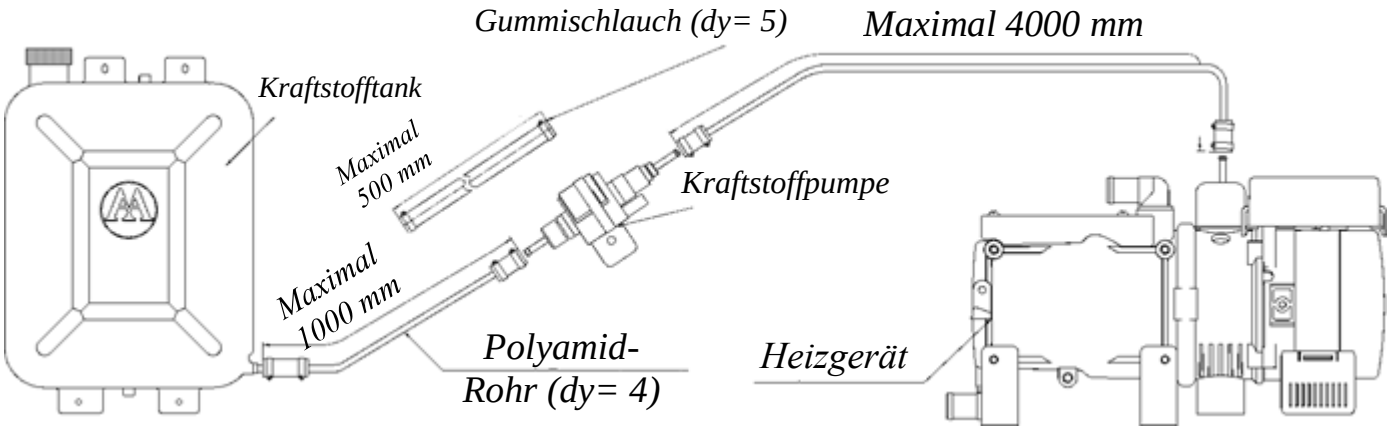

Abb. 9. Anschlussschema der Kraftstoffleitung an die Bauteile des Zuheizers
10.6.1 Die Kraftstoffpumpe sollte vorzugsweise näher am Kraftstofftank und unter dem unteren Kraftstofflevel im Tank montiert werden. Zur Gewährleistung dieser Forderung ist es zulässig, die Kraftstoffpumpe vom Heizgerät zu trennen. Dabei müssen die Gummischläuche auf Abschnitte mit einer Länge von 70 mm geschnitten und als Verbindungsmuffen eingesetzt werden. Es ist erforderlich, den aus dem Steuermodul zur Kraftstoffpumpe führenden Kabelstrang nachzubearbeiten, d.h. die Verbindungsleiste muss abgenommen und ein Verlängerungskabel verwendet werden. Die Verbindungen der Kraftstoffleitung mit der Kraftstoffpumpe, dem Kraftstofftank und dem Kraftstoffrohr des Heizgeräts muss entsprechend Abb. 9 ausgeführt werden.